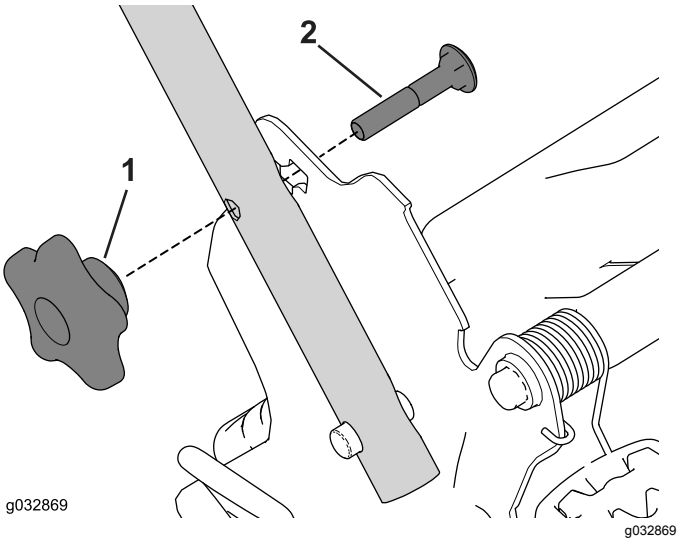

Figura 22
2. Retire y guarde los 2 pomos del manillar y los 2 pernos de cuello cuadrado de los soportes del manillar (Figura 22).